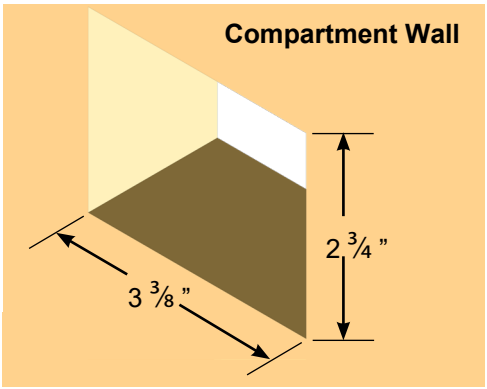

Fig.22
3. Cut a hole in the wall of the compartment 3 ⅜" (86 mm) wide by 2 ¾" (70 mm) high so the top and bottom horizontal cuts are parallel to the floor of the compartment **(Fig.22)**.